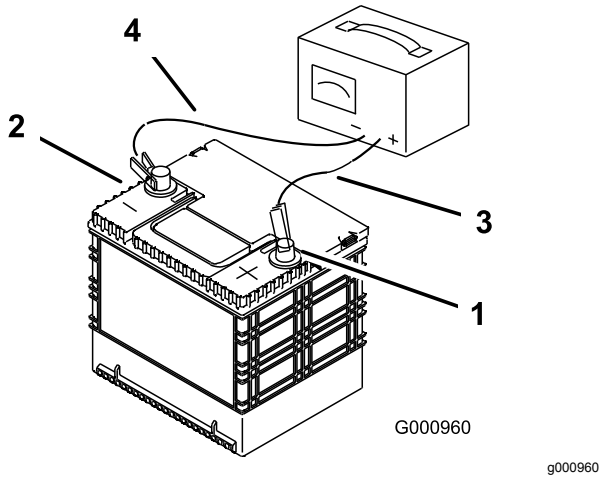

Figura 62
2. Cuando la batería esté completamente cargada, desconecte el cargador de la toma de electricidad, luego desconecte los cables del cargador de los bornes de la batería (Figura 62).